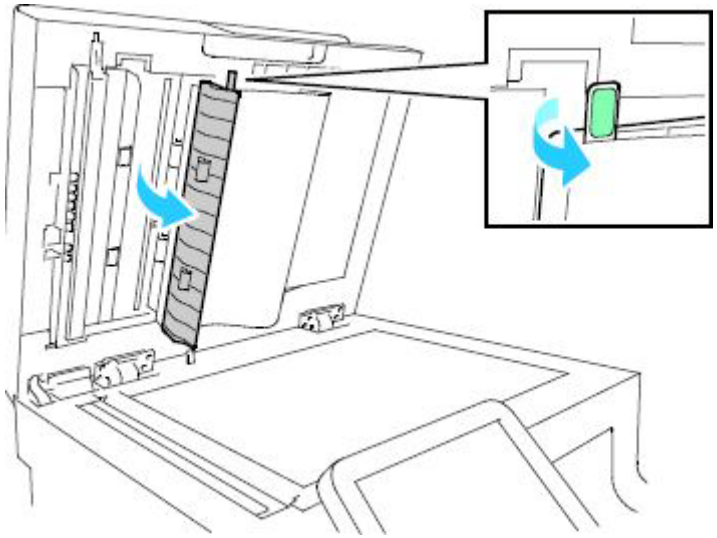

Figure 2 Opening the Second-Side Scanning Access Cover
6. To access the second-side scanning lens assembly, lower the Second-Side Scanning Access Cover (Figure 2).